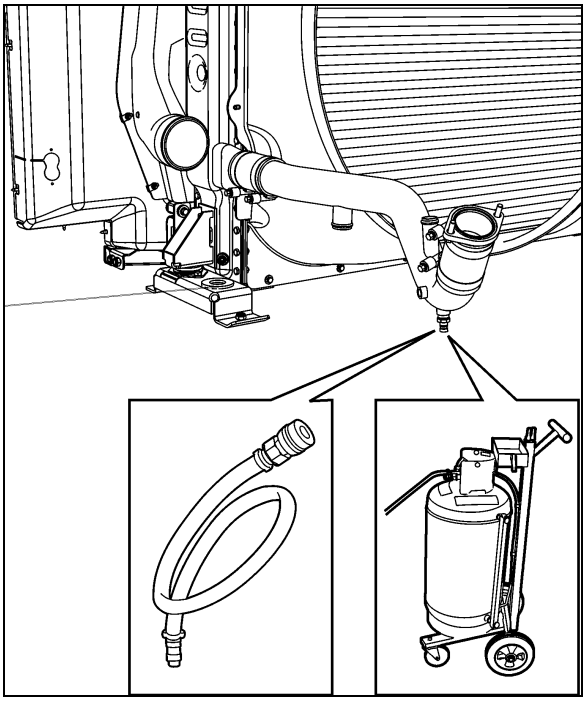

**FIGURE 16: EXTRACTING COOLANT** 05093
5. Connect coolant extractor (Figure 16). Use coolant extractor to drain the coolant from the engine. An alternate method is to drain the coolant into a suitable container using the drain hose.